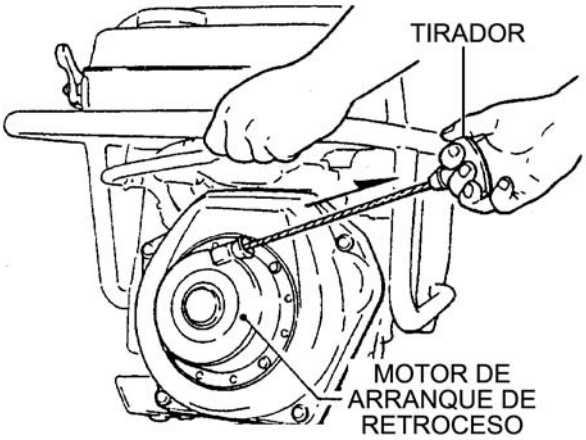

Figura 7. Motor de arranque de retroceso
3. Agarre el tirador del motor de arranque de retroceso (Figura 7) y tire hasta que se sienta una resistencia ligera.